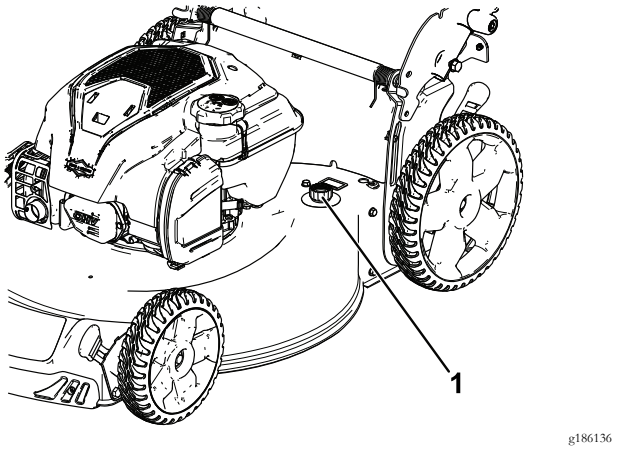

Figur 24
5. Anslut en trädgårdsslang, som är ansluten till en vattenkälla, till tvättanslutningen (Figur 24).